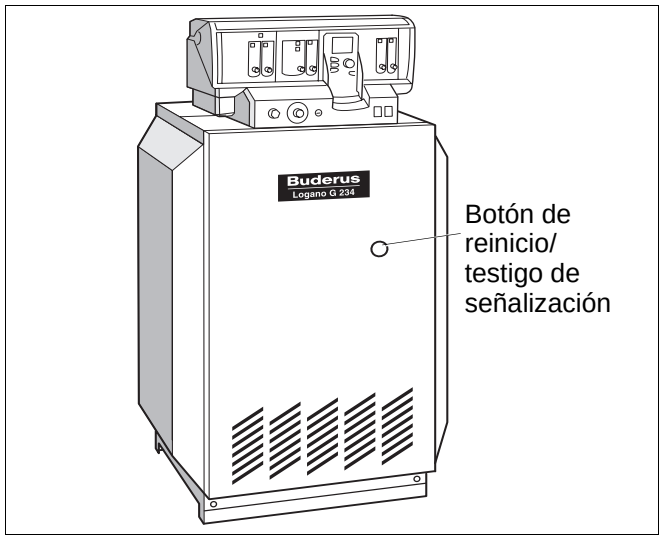

Abb. 3 Botón de reinicio
- Pulse el botón de reinicio si se enciende su testigo de eñalización (Fig 3).